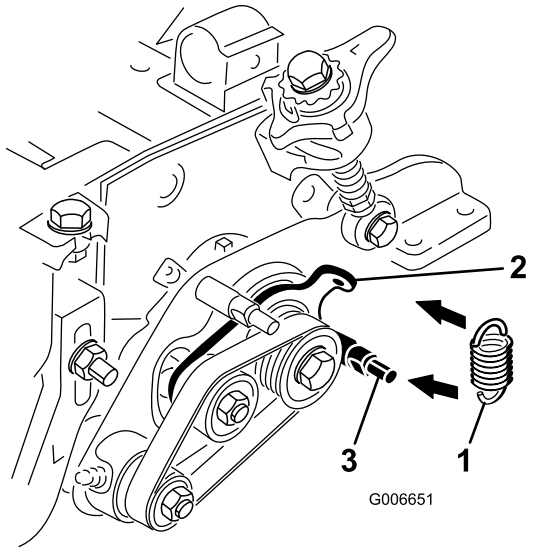

Figuur 26
29. Bevestig de spanpoelieveer in de opening in de lip van de spanpoelieplaat en rond de groef op de onderste bout van de plaat van de groomer (Figuur 26). Het open uiteinde van de veerhaak moet naar de aandrijfpoelie zijn gericht.